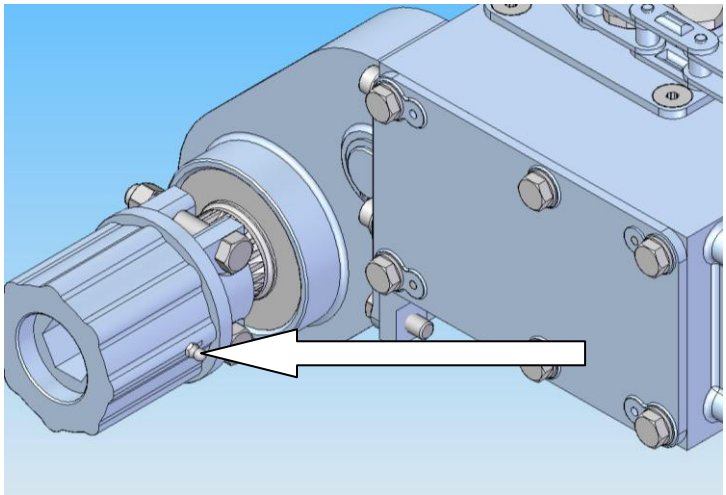

Рис. 17.
- Муфту необходимо смазывать через каждые 50 раб. часов в местах, указанных на рис.17!